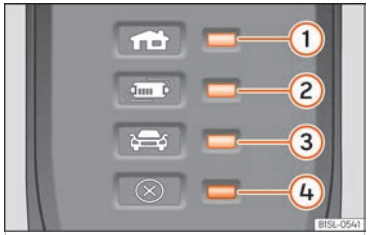

Fig. 66 Al cable de càrrega per a preses de corrent: Indicadors de control al dispositiu de protecció.
››› **fig. 66**:
El dispositiu electrònic de protecció ››› **fig. 66** fa que el connector de càrrega romangui sense corrent fins que es connecta a la presa de càrrega del vehicle.
Un o diversos indicadors de control ››› fig. 66 ①, ② o ③ s'il·luminen de color verd.
Indicació ››› fig. 66	significat
①, ④ parpellegen	El connector per a l'habitatge s'ha escalfat molt.
②, ④ parpellegen	El dispositiu de protecció s'ha escalfat molt.
Si el procés de càrrega continua amb un corrent inferior, a més de l'indicador de funcionament, parpelleja l'indicador d'advertiment ››› fig. 66 ④ de color vermell.
- Si es torna a produir una desconnexió o reducció del corrent de càrrega i la causa no sembla ser l'exposició a una font de calor externa, fixeu-vos en quin indicador de control verd parpelleja ››› fig. 66. Per comprovar el cable de càrrega, acudiu a un concessionari SEAT. Per a la comprovació de la connexió de la infraestructura, aneu a un establiment especialitzat en instal·lacions elèctriques.
Si l'indicador d'advertiment ④ vermell parpelleja o s'encén sense que s'encengui al seu torn de manera permanent un indicador de control ››› fig. 66 ①, ② o ③ l'indicador de funcionament, hi ha una avaria.